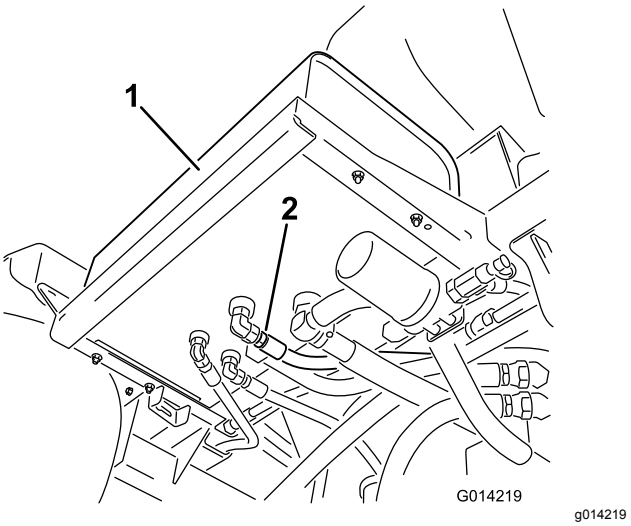

Figur 98
2. Rengör området kring hydraulslangskopplingen på hydraulvätsketankens undersida (Figur 98).
4. Ta bort slangnippeln från tanken och låt vätskan rinna ned i kärlet (Figur 98).